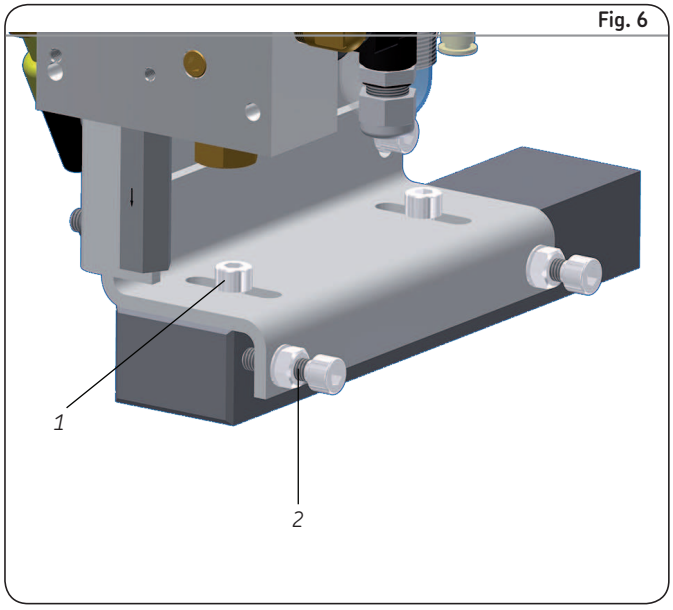

Fig. 6
- Afloje los 4 tornillos de apriete **(→ pos. 1 fig. 6)**, 2 tornillos de apriete de cada lado del sistema GVP
- Apriete o afloje las tuercas**(→ pos. 2 fig. 6)** para colocar el inyector con respecto al engrasador.
- Cuando el inyector esté alineado con el engrasador, apriete los 4 tornillos de apriete **(→ pos. 1 fig. 6).**